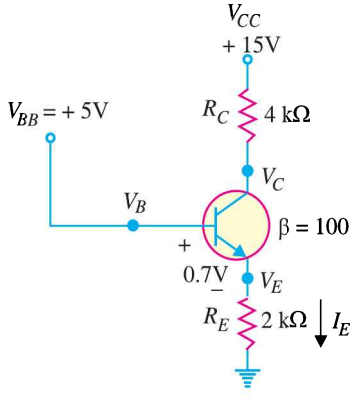

Fig. 8.73
13. For the circuit shown in Fig. 8.73, find (*i*) the state of the transistor and (*ii*) transistor power. **[(*i*) active (*ii*) 4.52 mW]**